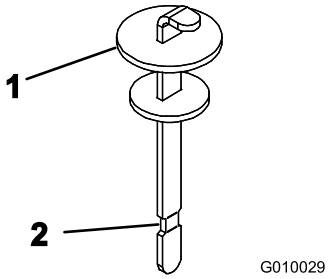

Figur 20
4. Ta ut oljestickan ur påfyllningsröret och torka av den med en ren trasa. För in oljestickan i påfyllningsröret, och ta sedan ut den igen och kontrollera oljenivån. Vätskenivån ska nå upp till markeringen på stickan (Figur 20).